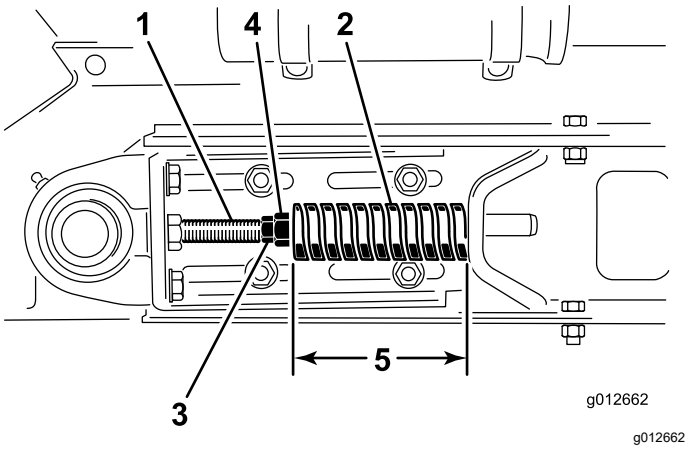

**Figuur 25**
3. Draai de achterste contramoer los (Figuur 25).